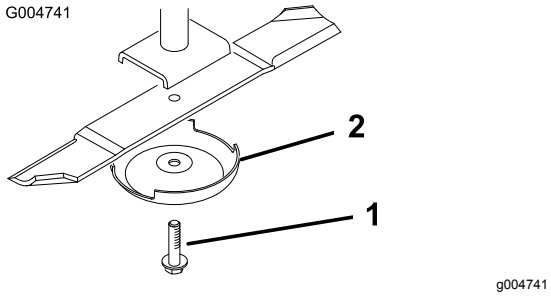

**Figuur 109**
3. Verwijder de mesbout, de antiscalpeercup en het mes van de as (Figuur 109).